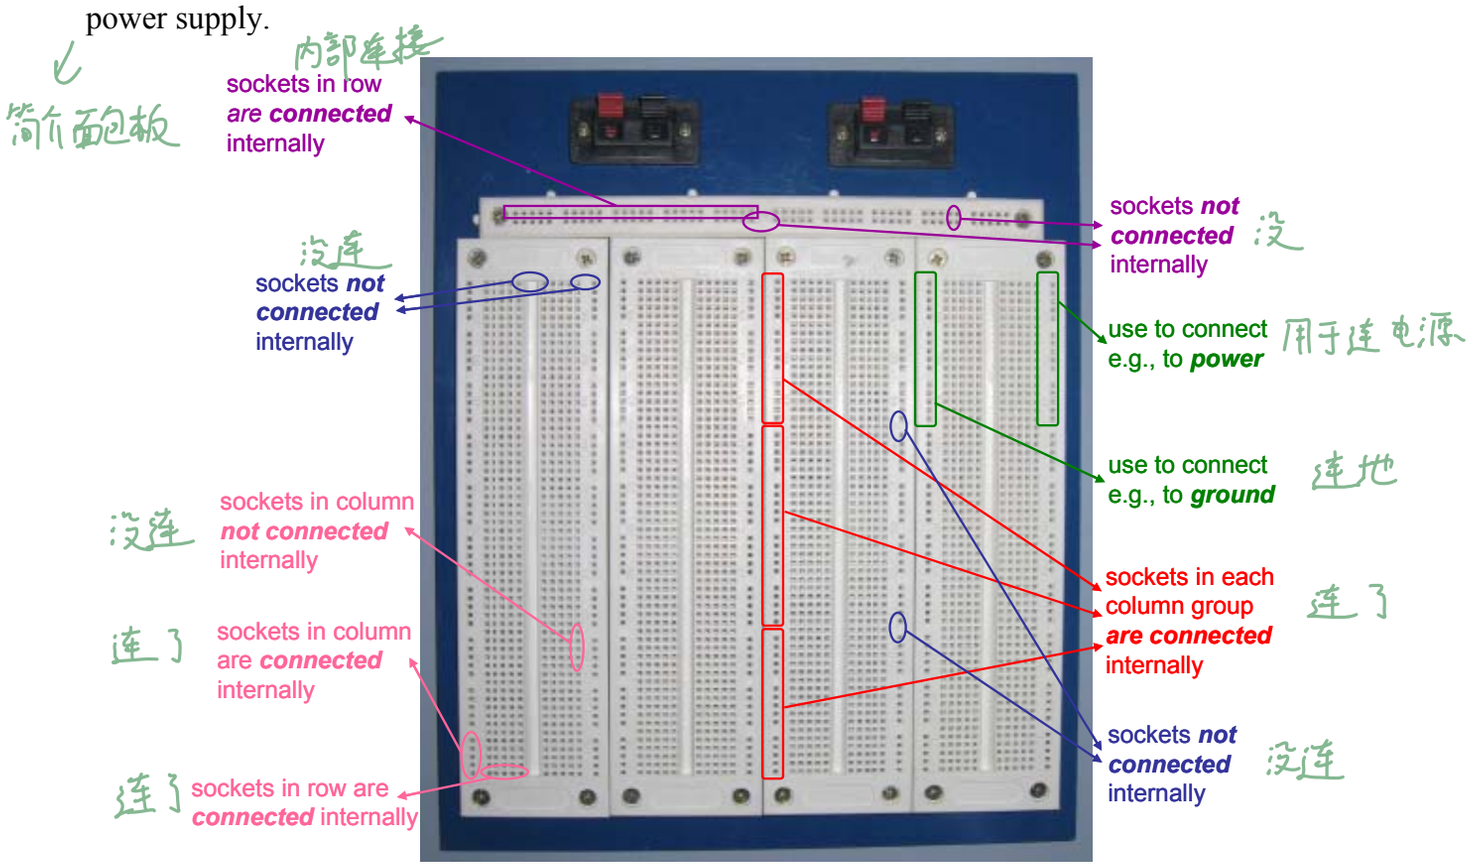
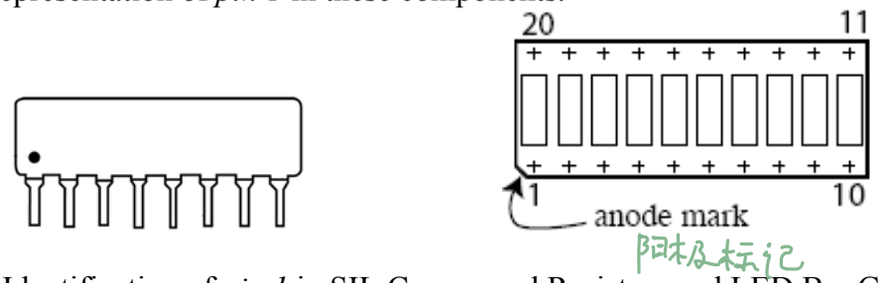
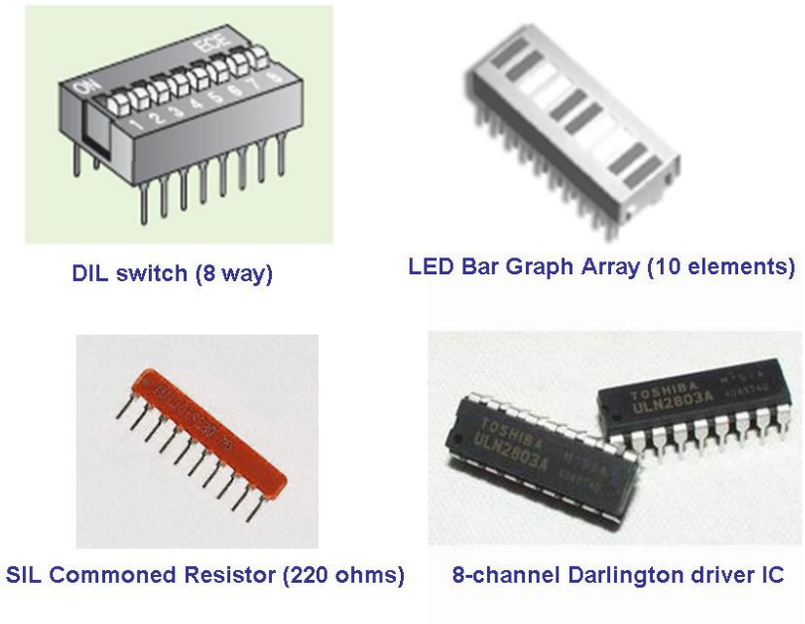

Figure 1 – "Breadboard" (Model: SYB-118) panel layout.
Figure 4 – Identification of *pin 1* in SIL Commoned Resistors and LED Bar Graph Arrays.
Figure 5 – Some electronic components for the *breadboard*.
All the experiments are performed on a general-purpose logic board or "breadboard" (see **Figure 1**) with a fixed hardware configuration, into which integrated circuits can be inserted. Designs are implemented by pushing leads or components into the board. Beneath the surface, a fixed network of connections is used to connect the logicelements as required. Switches for setting input conditions and LED indicators for observing outputs or checking logic levels within a complex circuit are implemented by using a combination of an LED and a 220 Ohms resistor, connected to a power supply.
3. Bottom Zone (4 sets, each containing: 2 five-wide columns and 2 single columns) → This is the area where all the electronic com ponents (including those in **Figure 5**) will be pushed into. Again, each of the single columns in this area can be used for connecting to ***ground*** or ***power***, through a connection to one of the sets in the Middle Zone. **Figure 1** illustrates how each of the columns can be used.
In the SIL Commoned Resistors used for the configured breadboard, *pin 1* is identified by a mark (a dot), whereas in the LED Bar Graph Array,*pin 1* is labelled as the so-called anode mark. See **Figure 4** for a representation of *pin 1* in these components.
- ✓ Breadboard (see **Figure 1**) 面包板
You can find a representation of the last four components in **Figure 5** (together with profile representations in **Figure 4**), but please note that some components available in your lab may look slightly different e.g., you may have to use several individual resistors instead of the SIL Commoned Resistor shown below. Your lab supervisors will be able to advise if alternative components (but with the same functionality) need to be used instead.
[2] This configuration assumes that all the components are exactly as in **Figure 5** – if this is not the case, your lab supervisors (*aka* Teaching Assistants) will be able to advise of any required adjustments to the *breadboard* configuration.